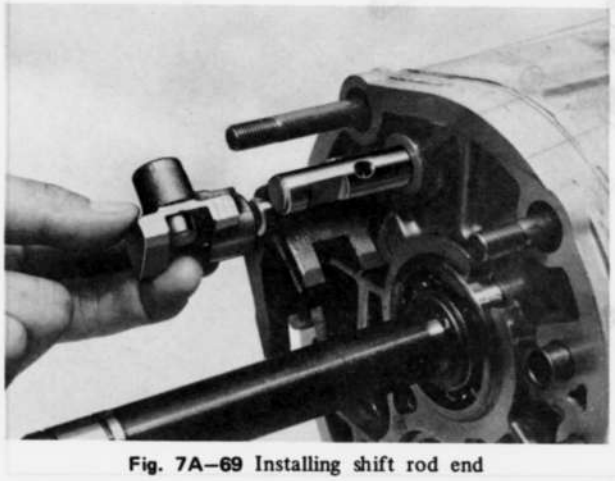

Fig. 7A–69 Installing shift rod end
53. Install the speedometer drive gear with the steel ball onto the main shaft, as shown in Fig. 7A–70. and secure it with the snap ring.